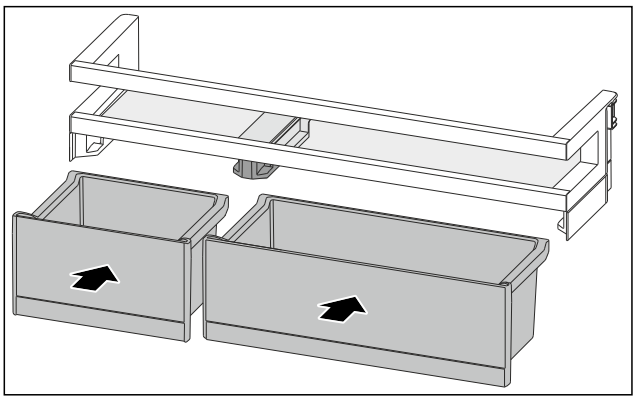

Fig. 191
▶ Insert the VarioBoxes in reverse order. (see Fig. 191)